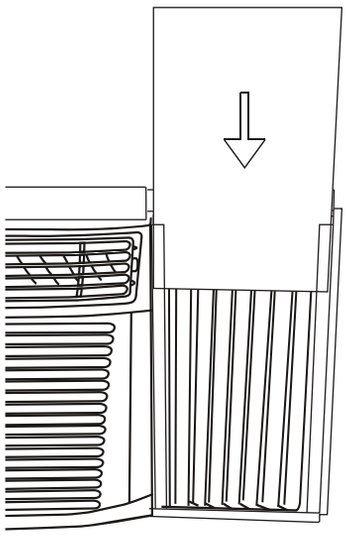

Fig.13
Paso 3. Deslice el panel de aislamiento R1 en la cortina lateral, el lado con patrón debe estar orientado hacia el interior de la habitación. (Fig.13)